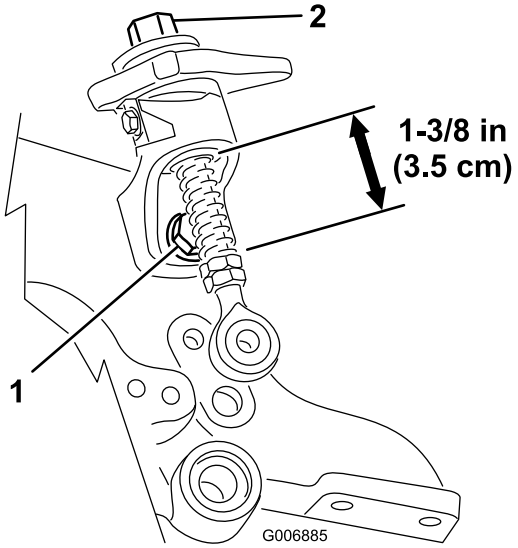

Figur 45
2. Løsn quick-up-monteringsbolten, og kontroller, at stangen med gevind er rettet ind og ikke binder på quick-up-rampen (Figur 45). Spænd boltene igen.
3. Kontroller længden på quick-up-fjedrene på stængerne med gevind: længden skal være 3,5 cm (Figur 45).
4. Hvis højdejusteringsknappen ikke roterer frit, kan bøsningen være snavset (Figur 45). Rengør bøsningen efter behov.